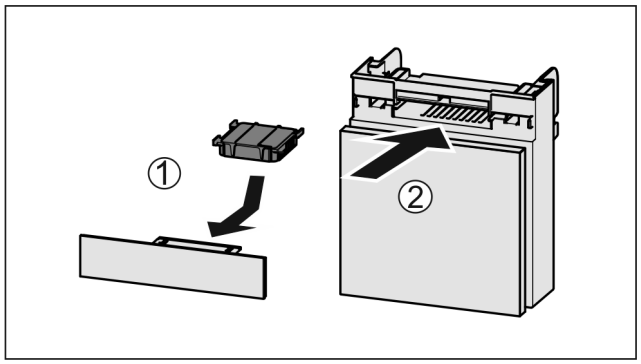

Fig. 36
▶ Introduceți *Fig. 36 (1)* filtrul de cărbune activ după cum se vede în figură.
▶ Împingeți *Fig. 36 (2)* compartimentul în interior.